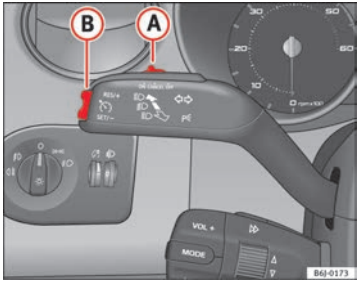

Fig. 114 Turn signal and main beam headlight lever: switch and rocker switch for the cruise control
– Press the upper part **RES** of the rocker switch ⇒ Fig. 114 (B) to increase the speed. The vehicle will continue to accelerate as long as you keep the rocker switch pressed. When you release the switch, the new speed is stored.
Cruise control is switched off if you reduce speed by depressing the brake pedal. Reactivate the control by pressing once on the upper part of the rocker switch **RES+** ⇒ Fig. 114 (B).